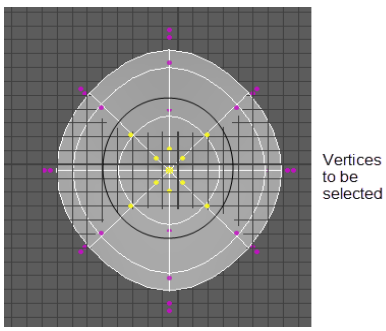

Figure 4-22 *Selecting vertices*
10. Press and hold the right mouse button over the cylinder and choose **Control Vertex** from the marking menu displayed; the vertex selection mode is activated. Next, select the vertices using the SHIFT key, as shown in Figure 4-22.